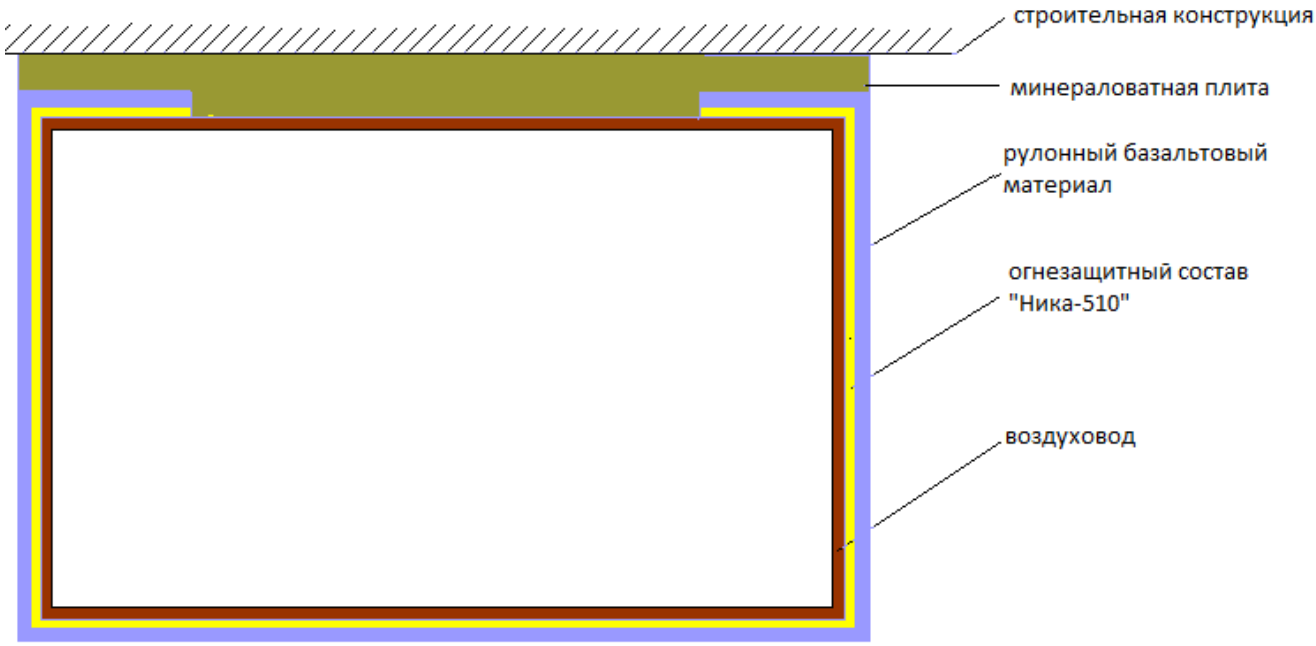

Рис.5 Устройство покрытия на поверхность воздуховода.
4.5.1. Устройство комбинированного покрытия на воздуховод с применением минераловатной плиты показано на рис.5. Пространство между строительной конструкцией и воздуховодом заполняется минераловатной плитой.